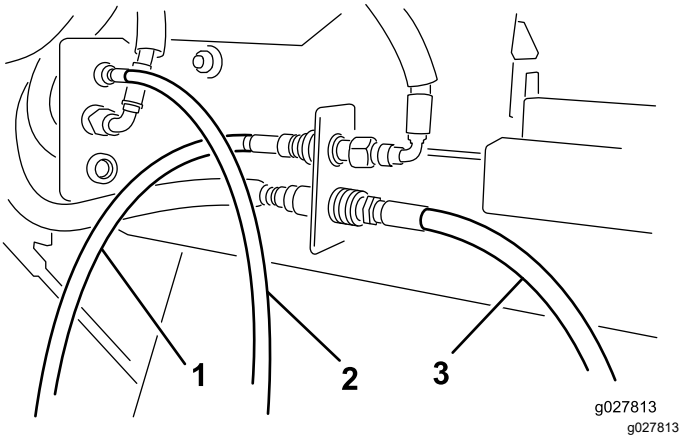

Рисунок 5
5. Подсоедините быстросъемные муфты гидравлического двигателя к муфтам Versa Vac, как это показано на Рисунок 5.